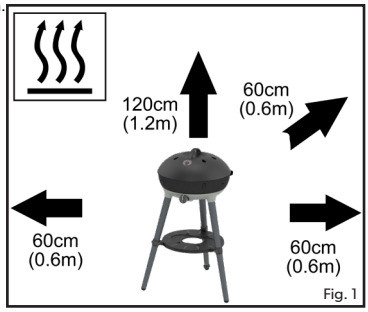

Fig. 1
- Zorg ervoor dat het toestel gebruikt wordt op afstand van brandbare materialen. Minimale veilige afstanden boven het toestel - 1,2m, aan de achterkant en zijkanten - 0.6m. (fig.1)